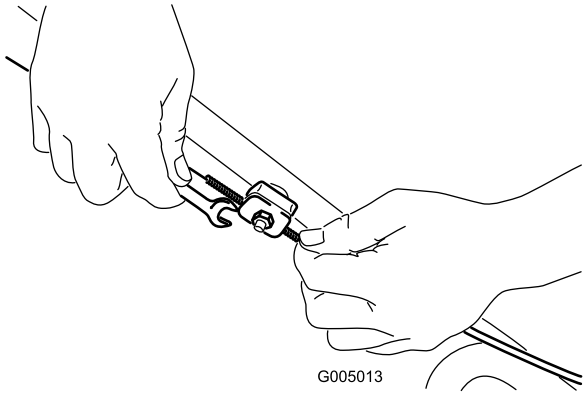

Figur 22
1. Lossa muttern som håller fast kabeln (Figur 22).